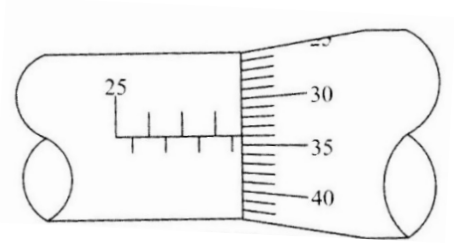

FIGURE 7 (2)
3.7 The sketch in FIGURE 7 shows the graduations on a depth micrometer. Write down the reading shown.